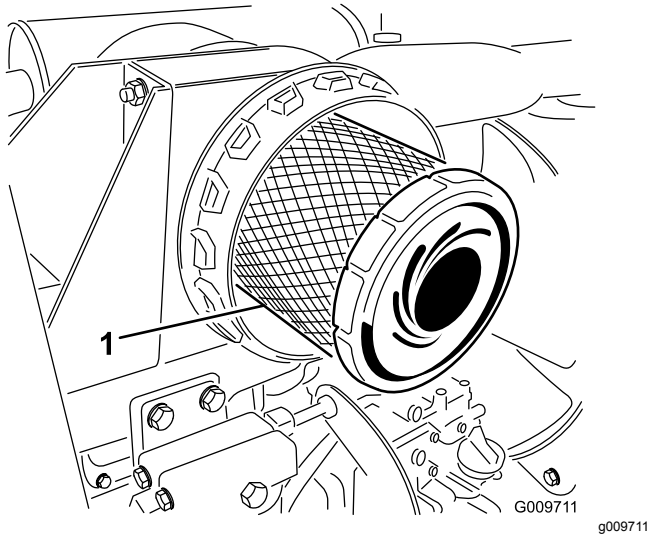

Figuur 56
4. Verwijder en vervang het voorfilter (Figuur 56).